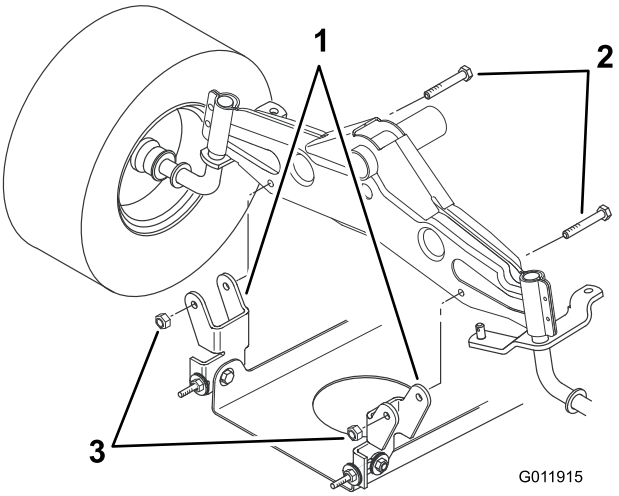

Figura 19
9. Togliete i bulloni e i dadi di bloccaggio, quindi estraete le due staffe di montaggio del perno del tosaerba dall'assale anteriore (Figura 19).